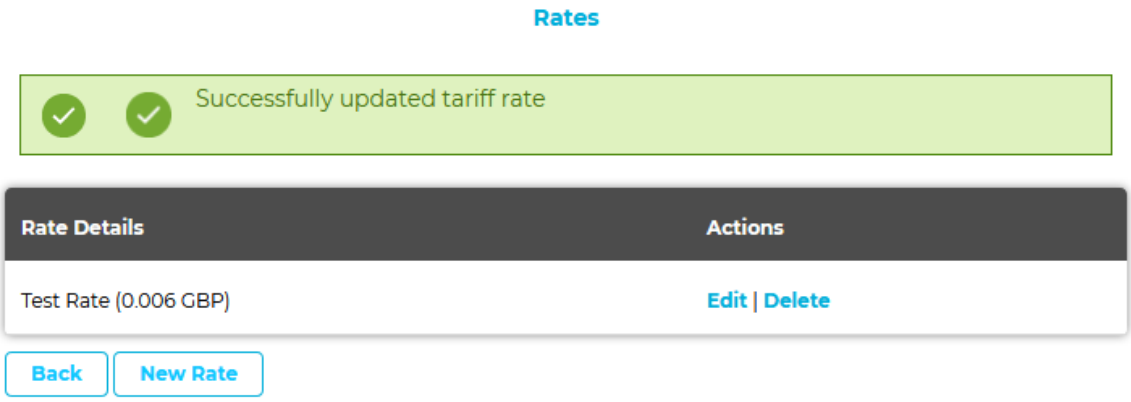

Figure 95
- The **Rates** window is displayed. See Figure 95 below: